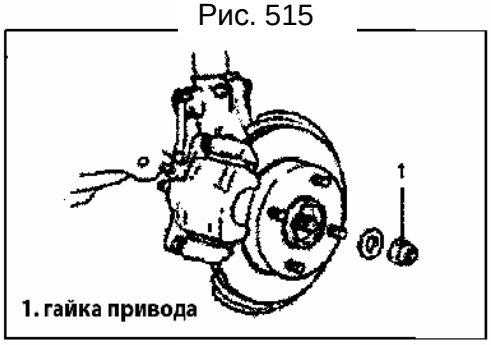

Рис. 516
2) Ослабьте точки кернения гайки приводного вала (Рис.516).